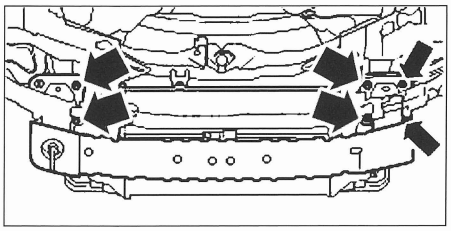

FIG. 14
• Desmontar la armadura **(fig. 14)**